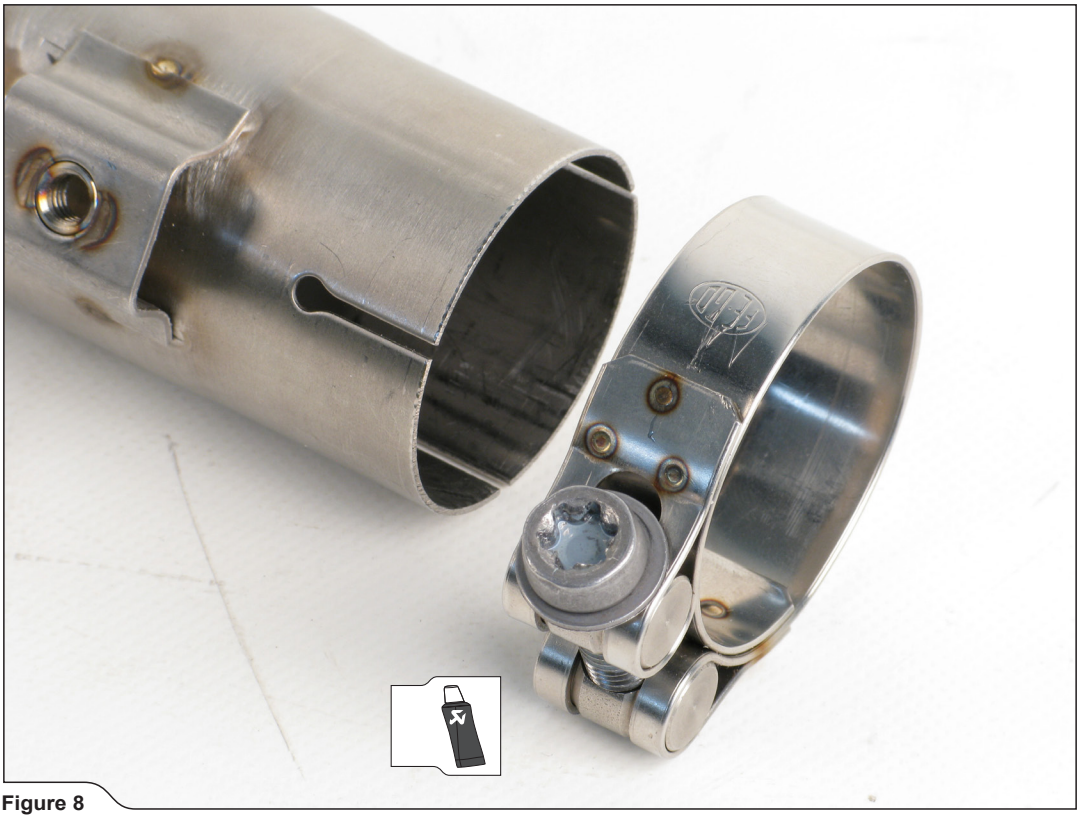

Figure 8
2. Correctly orient and install the clamp onto the link pipe's inlet and assemble the link pipe with the muffler **(Figure 8, 9).**